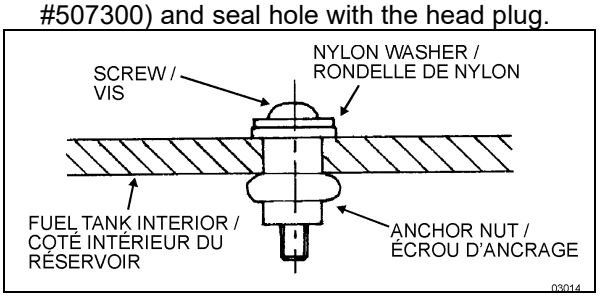

FIGURE 17: FUEL TANK REPAIR **03014**
5. Place assembly in drilled hole. Tighten screw by 10 complete turns. Refer to Figure 17.